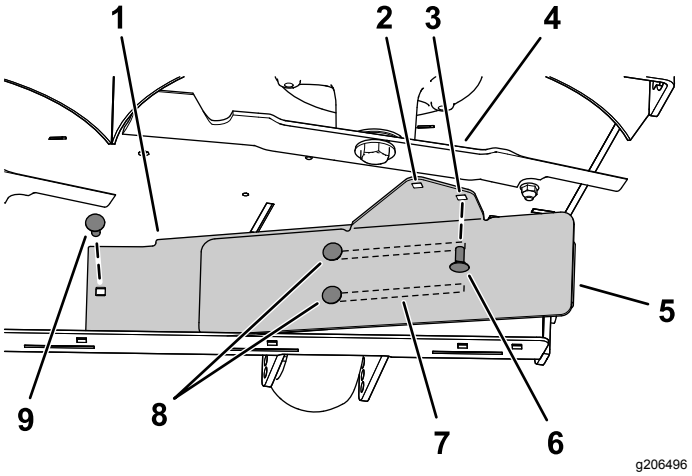

Figur 10
3. Monter den venstre siden av skjermen med en låsebolt (5/16 x ¾ tomme) og flensmutter (5/16 tomme) som vist i Figur 10.
4. Løsne de to låseboltene (5/16 x ¾ tomme) i skjermsporene og skyv skjermen til hullet er på linje med hullet i klippeenheten (Figur 10).
5. Monter skjermen som vist i Figur 10.
Viktig: **Påse at du bruker riktig hull for skjermen. Se Figur 10.**
6. Stram de to låseboltene (5/16 x ¾ tomme) i skjermsporene (Figur 10).